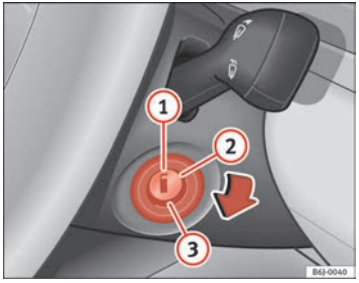

Fig. 93 Ignition key positions
In this position ⇒ fig. 93 the ignition and the engine are OFF and the steering may get locked.
– Turn the ignition key to position ⇒ page 128, fig. 93 (2). The indicator lamp ⌀ will light for engine pre-heating.
– When the warning lamp turns off, turn the key to position (3) to start the engine. Do not press the accelerator.
– Turn the ignition key to position ⇒ page 128, fig. 93 (1). ▶